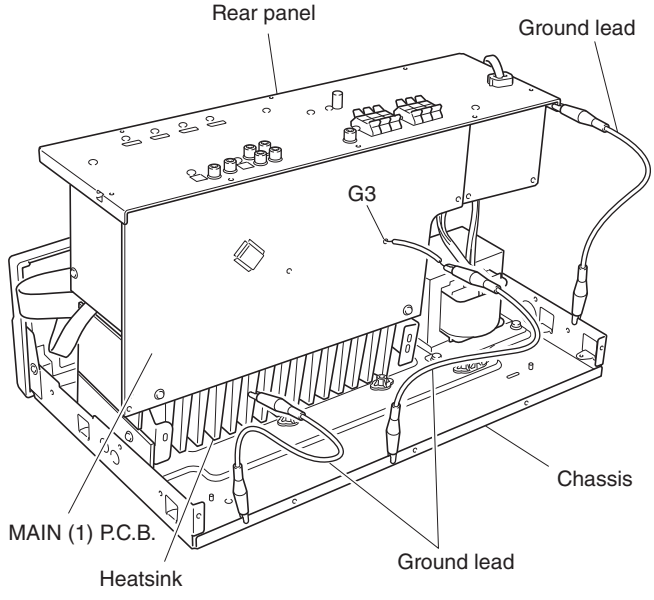

Fig. 6
d. Place the P.C.B.s (with rear panel) upright. (Fig. 6)
e. Connect the heatsink, rear panel and MAIN (1) P.C.B. (G3) to the chassis with a ground lead or the like. (Fig. 6)